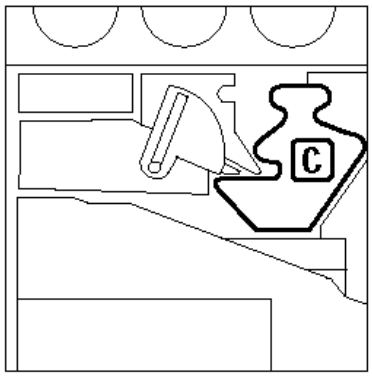

Figure 20 : Emplacement du récupérateur de développeur plein
3. Repérez le récupérateur de développeur (zone C dans la figure 20).